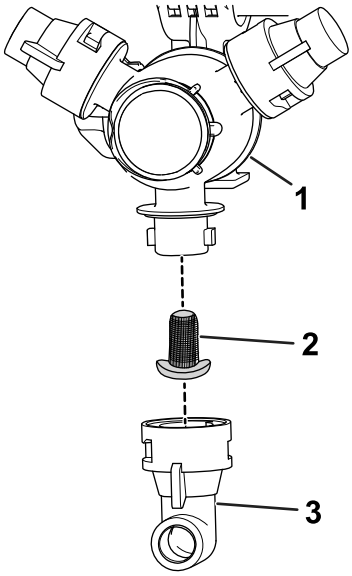

Rysunek 61
2. Odłącz dyszę od głowicy zraszającej (Rysunek 61).
3. Wymontuj dotychczasowy filtr dyszy (Rysunek 61).
4. Zamontuj nowy filtr dyszy (Rysunek 61).
5. Zamontuj dyszę do głowicy zraszającej (Rysunek 61).